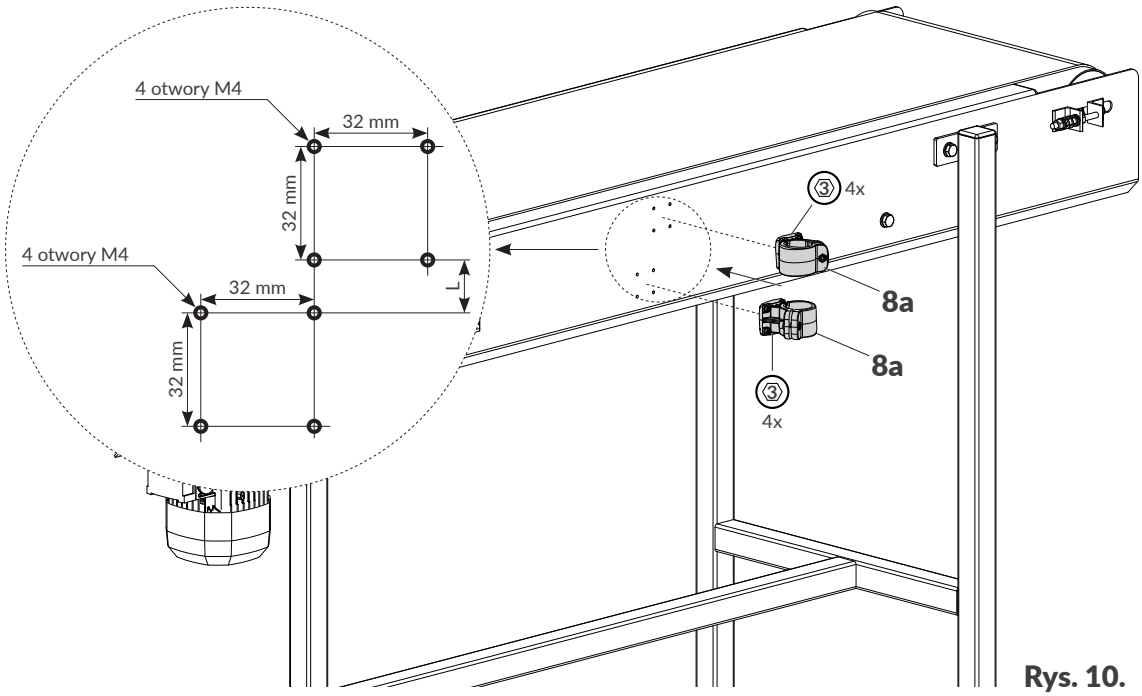

Rys. 10.
1. Przygotuj odpowiednie otwory montażowe na transporterze produkcyjnym (patrz ***Rys. 10***).
Odległość **L** (patrz ***Rys. 10***) dopasuj do ilości dostępnego miejsca na transporterze oraz do rozłożenia podzespołów drukarki na głównym statywie montażowym **8**.
2. Zamontuj uchwyty **8a** do transportera produkcyjnego ustawiające je zgodnie z ***Rys. 10***. Wkręty wchodzące w skład uchwytów **8a** dokręć za pomocą klucza imbusowego z kulką o rozmiarze **3**.